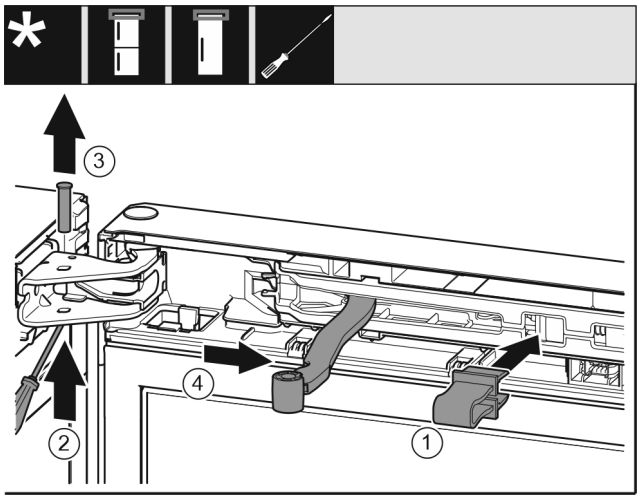

Fig. 8
▶ Nofiksējiet aizturi *Fig. 8 (1)* atverē.
▶ Izbīdiet tapu *Fig. 8 (2)*.
▶ Izņemiet ārā tapu *Fig. 8 (3)* uz augšu.
▶ Pagrieziet šarnīru *Fig. 8 (4)* durvju virzienā.